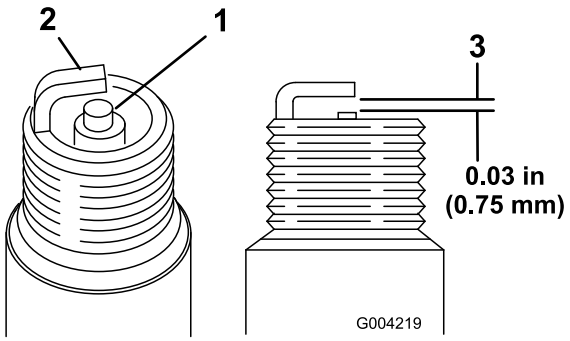

Figure 25
1. Examinez le centre des bougies (Figure 25). Si le bec de l'isolateur est recouvert d'un léger dépôt gris ou brun, le moteur fonctionne correctement. S'il est couvert d'un dépôt noir, c'est généralement signe que le filtre à air est encrassé.
2. Contrôlez l'écartement entre l'électrode centrale et l'électrode latérale (Figure 25).
3. Courbez l'électrode latérale (Figure 25) si l'écartement est incorrect.